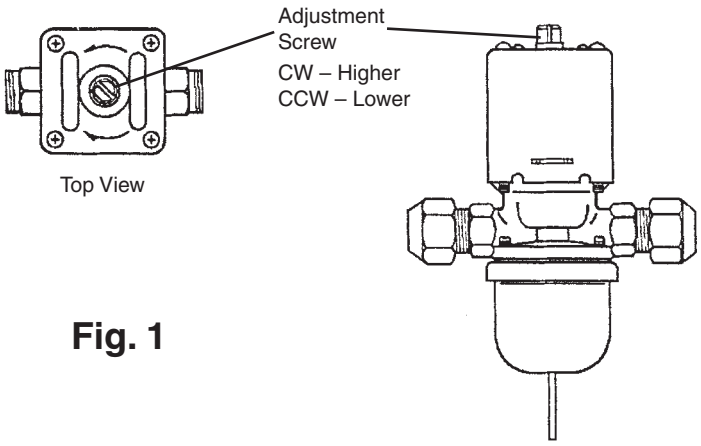

Fig. 1
2) Five minutes after a freeze cycle starts, confirm that the thermometer reads 104°F to 115°F (40°C to 46°C). If it does not, rotate the adjustment screw by using a flat blade screwdriver until the temperature is in the proper range. See Fig. 1. Next, check that the reference pressure is in the range indicated in the Head Pressure table in the Performance Data section. If it is not in the proper range, verify the refrigerant charge.